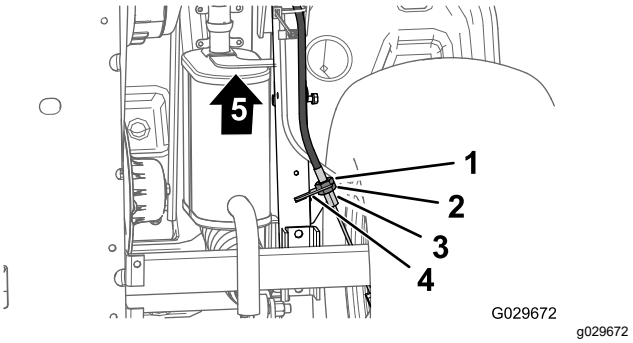

**Figur 66**
3. Nederst på maskinen løsner du den bakre låsemutteren for den gjengede justeringen på parkeringsbremsekabelen ved å vri fire runder (Figur 66).
4. Stram til den fremre låsemutteren (Figur 66).
A. Løsne den fremre låsemutteren (Figur 66) for den gjengede justeringen på parkeringsbremsekabelen ved å vri én omgang.
B. Stram den bakre låsemutteren (Figur 66).
A. Løsne den bakre låsemutteren (Figur 66) for den gjengede justeringen på parkeringsbremsekabelen ved å vri én omgang.
B. Stram til den fremre låsemutteren (Figur 66).